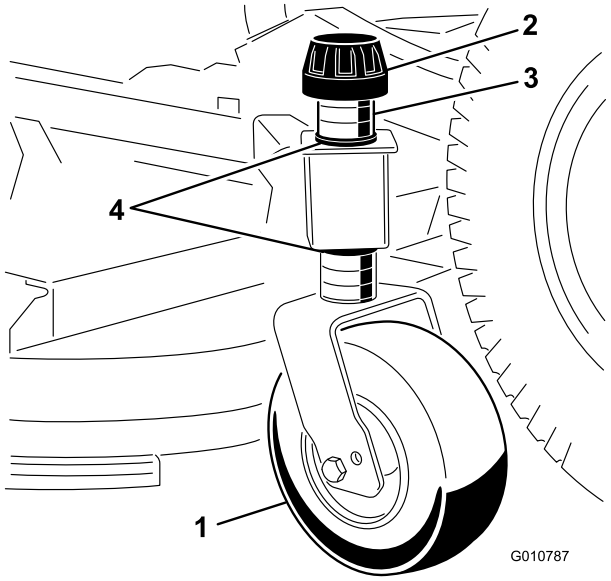

Figure 9
1. Enlevez le chapeau de tension qui fixe la roue de jauge aux supports du plateau de coupe (Figure 9).